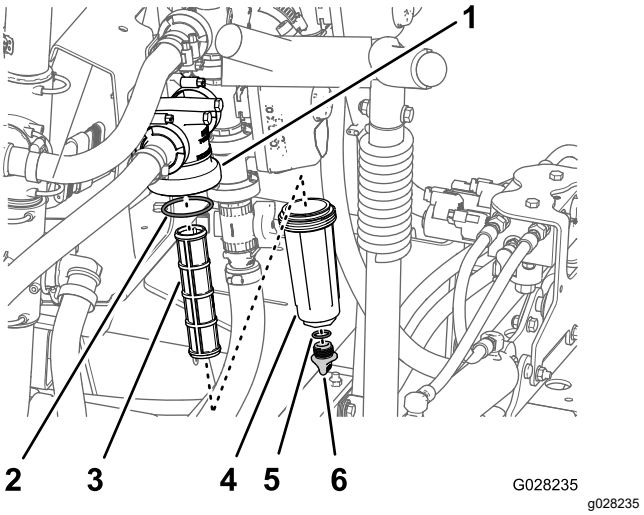

図 114
2. 圧力フィルタの下に受け容器をおく図 114。
3. 圧力フィッティングのドレンプラグを左に回して外す図 114。
4. ボウルを左に回してフィルタヘッドから外す図 114。
5. 古い圧力フィルタエレメントを外す図 114。
6. ドレンプラグの O リングボウルの内側とボウルの O リングフィルタヘッドの内側に傷や破損がないか点検する図 114。
7. 新しい圧力フィルタエレメントをフィルタヘッドに取り付ける図 114。
8. フィルタヘッドにボウルを取り付けて手締めする図 114。
9. ボウルにプラグを取り付けて手締めする図 114。